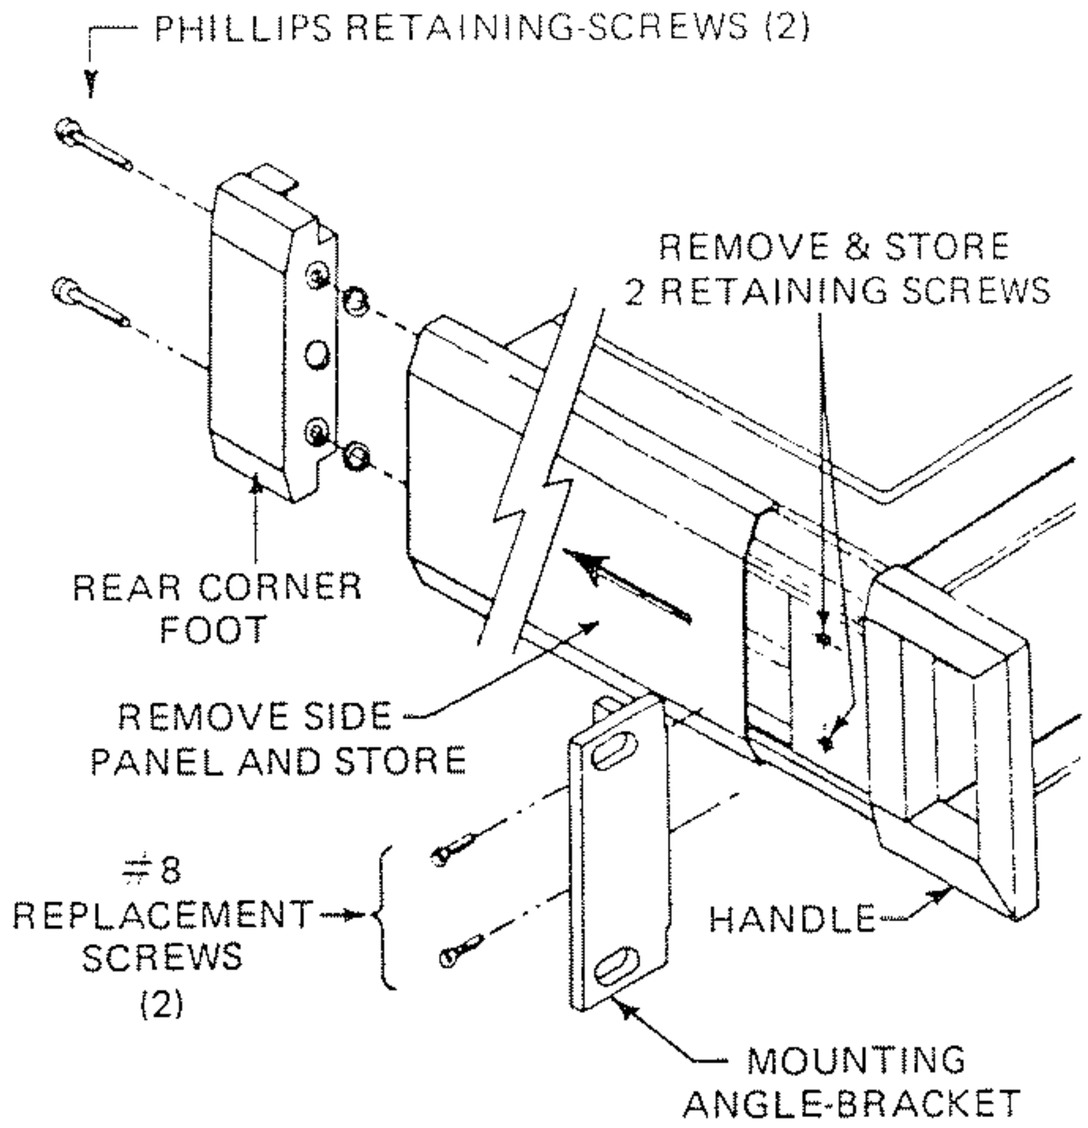

Figure 2.1-Fixed-Mount Angle-Bracket Detail
2.5.3.2 Prepare the instrument for installing the alignment blocks in the side channels of the unit. Refer to Figures 2.1 and 2.2 and complete the following steps:
2.5.2.1 Refer to Figure 2.1 for this procedure. The installation package includes:
a. Flange-Mount angle-brackets (2)
b. Front corner-inserts for nonhandle installations (2)
c. Flathead #8-32 x 1/2 screws (4)